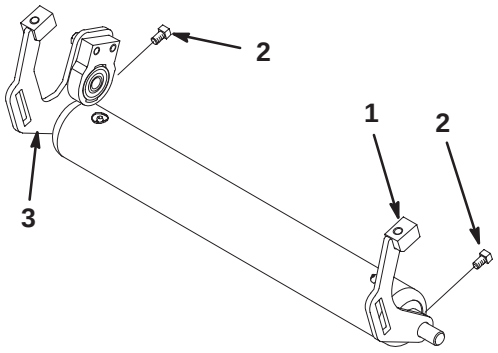

Figure 5
8. Install the rear roller between the new height-of-cut brackets and loosely secure the roller shaft with the set screws (Fig. 5).